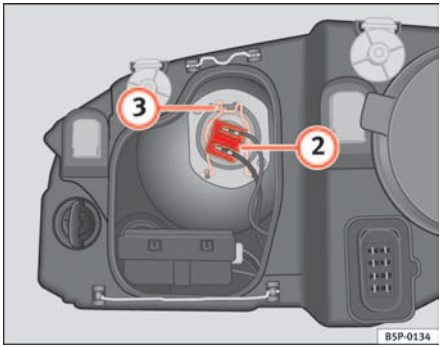

Fig. 181 Dipped head-lights
– Remove the connector ⇒ page 249, fig. 181 (2) from the bulb.
– Disengage the retainer spring ⇒ page 249, fig. 181 (3) pressing inwards and to the right.